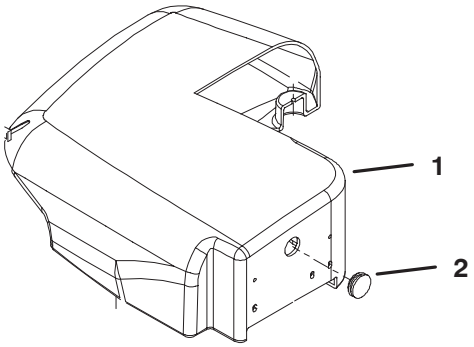

**Figure 5**
**8.** Locate and remove the cap plug from the back side of the hydraulic tank cover (Fig. 5).